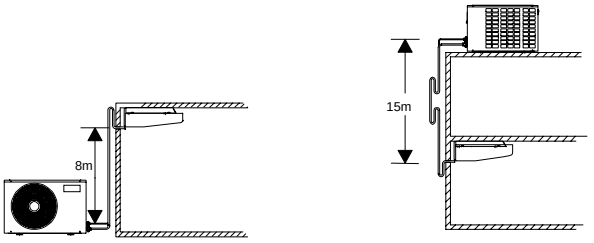

Fig. 6
(C) Piping fall limitation is upto 15m, see figure 6.
(D) Piping head limitation is upto 8m, see figure 6.
(7) Gas leakage test.